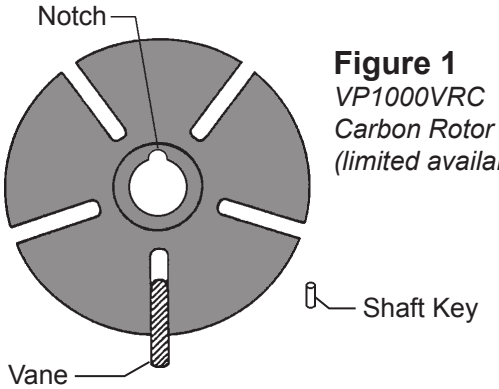

**Figure 1**
4. Carefully turn the rotor assembly by hand until the shaft key notch is at the 12 o'clock position. (See Figure 1)